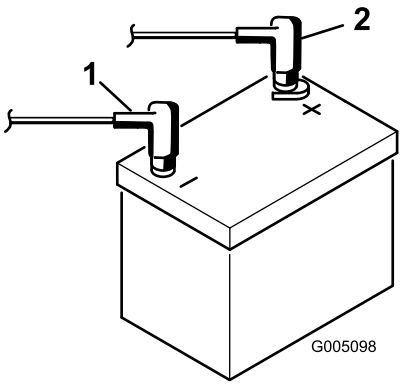

Figur 7
8. Anslut den röda pluskabeln till plusanslutningen (+) och den svarta minuskabeln till minusanslutningen (–) på batteriet, och fäst kablarna med bultar och muttrar (Figur 7). Förhindra eventuell kortslutning genom att trä gummiskon över plusanslutningen.